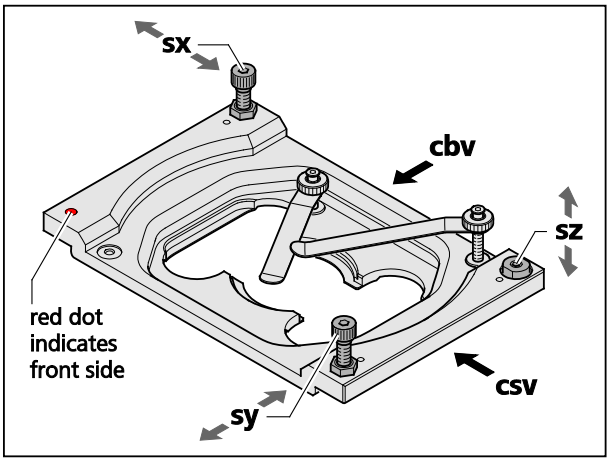

Fig. 11 **Adjustable sample holder – schematic view**
0. Adjust the edges of the clefts viewed from the right side (Fig. 11/**csv**) and back side (Fig. 11, **cbv**) to be parallel by using screws **sy** and **sx**, respectively (Fig. 11). The cleft's width should be approximately 2 mm as preset by the factory, but can be adjusted with screw **sz** if needed.
6. Adjust the adjustment screw **sx** of the sample holder until the reflection line is horizontal (Fig. 11). You might need to re-adjust the z-range when turning the screw.